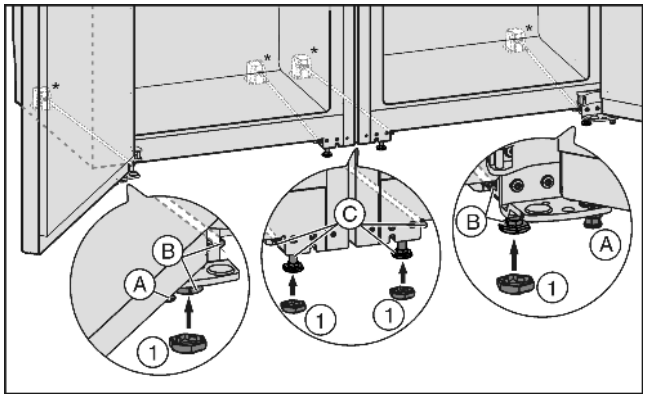

Fig. 4
▶ При необходимости полностью закрутите установочные ножки *Fig. 4 (A)* с передней стороны обоих устройств, чтобы они не касались пола.
▶ Насадите колпачки *Fig. 4 (1)* на четыре передние установочные ножки.
▶ Закрутите средние установочные ножки *Fig. 4 (C)* , чтобы они не касались пола.
▶ Выровняйте комбинацию с помощью внешних установочных ножек *Fig. 4 (B)*.
▶ Опустите средние установочные ножки *Fig. 4 (C)* пока они не соприкоснуться с полом.
▶ После этого подоприте подпорками дверь: Опустите установочные ножки *Fig. 4 (A)* на опорном кронштейне до их соприкосновения с полом, после этого поверните их на 90°.